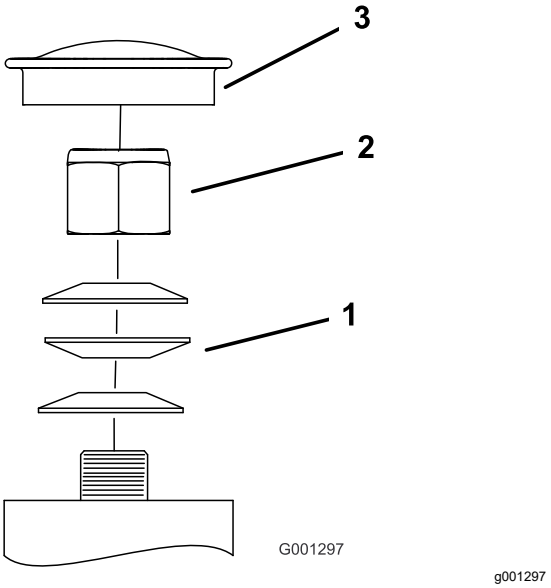

**Figur 75**
3. Fjern støvhætten fra styrehjulet, og spænd låsemøtrikken (Figur 75).
4. Spænd låsemøtrikken, indtil fjederskiverne er flade, og skru derefter ¼ omgang ud for at indstille forspændingen på lejerne korrekt (Figur 75).
***Vigtigt:*** **Sørg for, at fjederskiverne monteres korrekt som vist i Figur 75.**
5. Monter støvhætten (Figur 75).